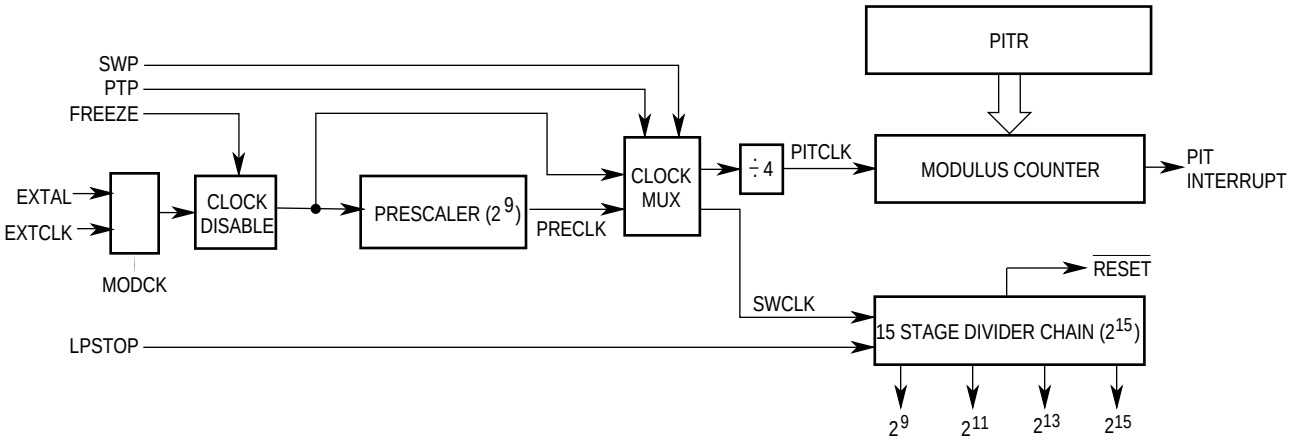

Figure 4-3. Software Watchdog Block Diagram
interrupt (as programmed by the SWRI bit in the SYPCR). The address of the interrupt service routine for the software watchdog interrupt is stored in the software interrupt vector register (SWIV). Figure 4-3 shows a block diagram of the software watchdog as well as the clock control circuits for the periodic interrupt timer.
4.2.2.6 PERIODIC INTERRUPT TIMER. The periodic interrupt timer consists of an 8-bit modulus counter that is loaded with the value contained in the PITR (see Figure 4-3). The modulus counter is clocked by a signal derived from the EXTAL input pin unless an external frequency source from the EXTCLK pin is used. When an external frequency source is used (MODCK low during reset), the default state of the prescaler control bits (SWP and PTP) in the PITR should be changed to enable both prescalers.